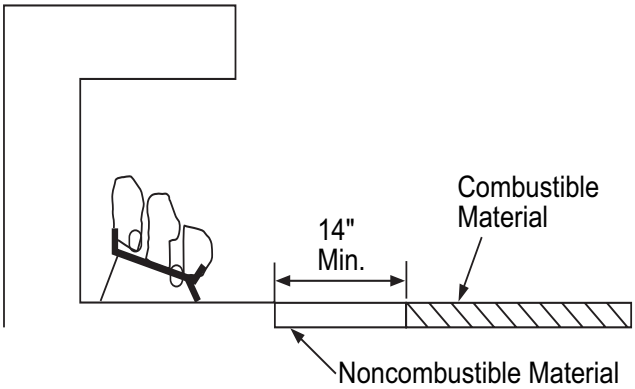

Figure 6 - Minimum Fireplace Clearances If Installed at Floor Level
A. If installing appliance on the floor level, you must maintain the minimum distance of 14" to combustibles *(see **Figure 6**)*.